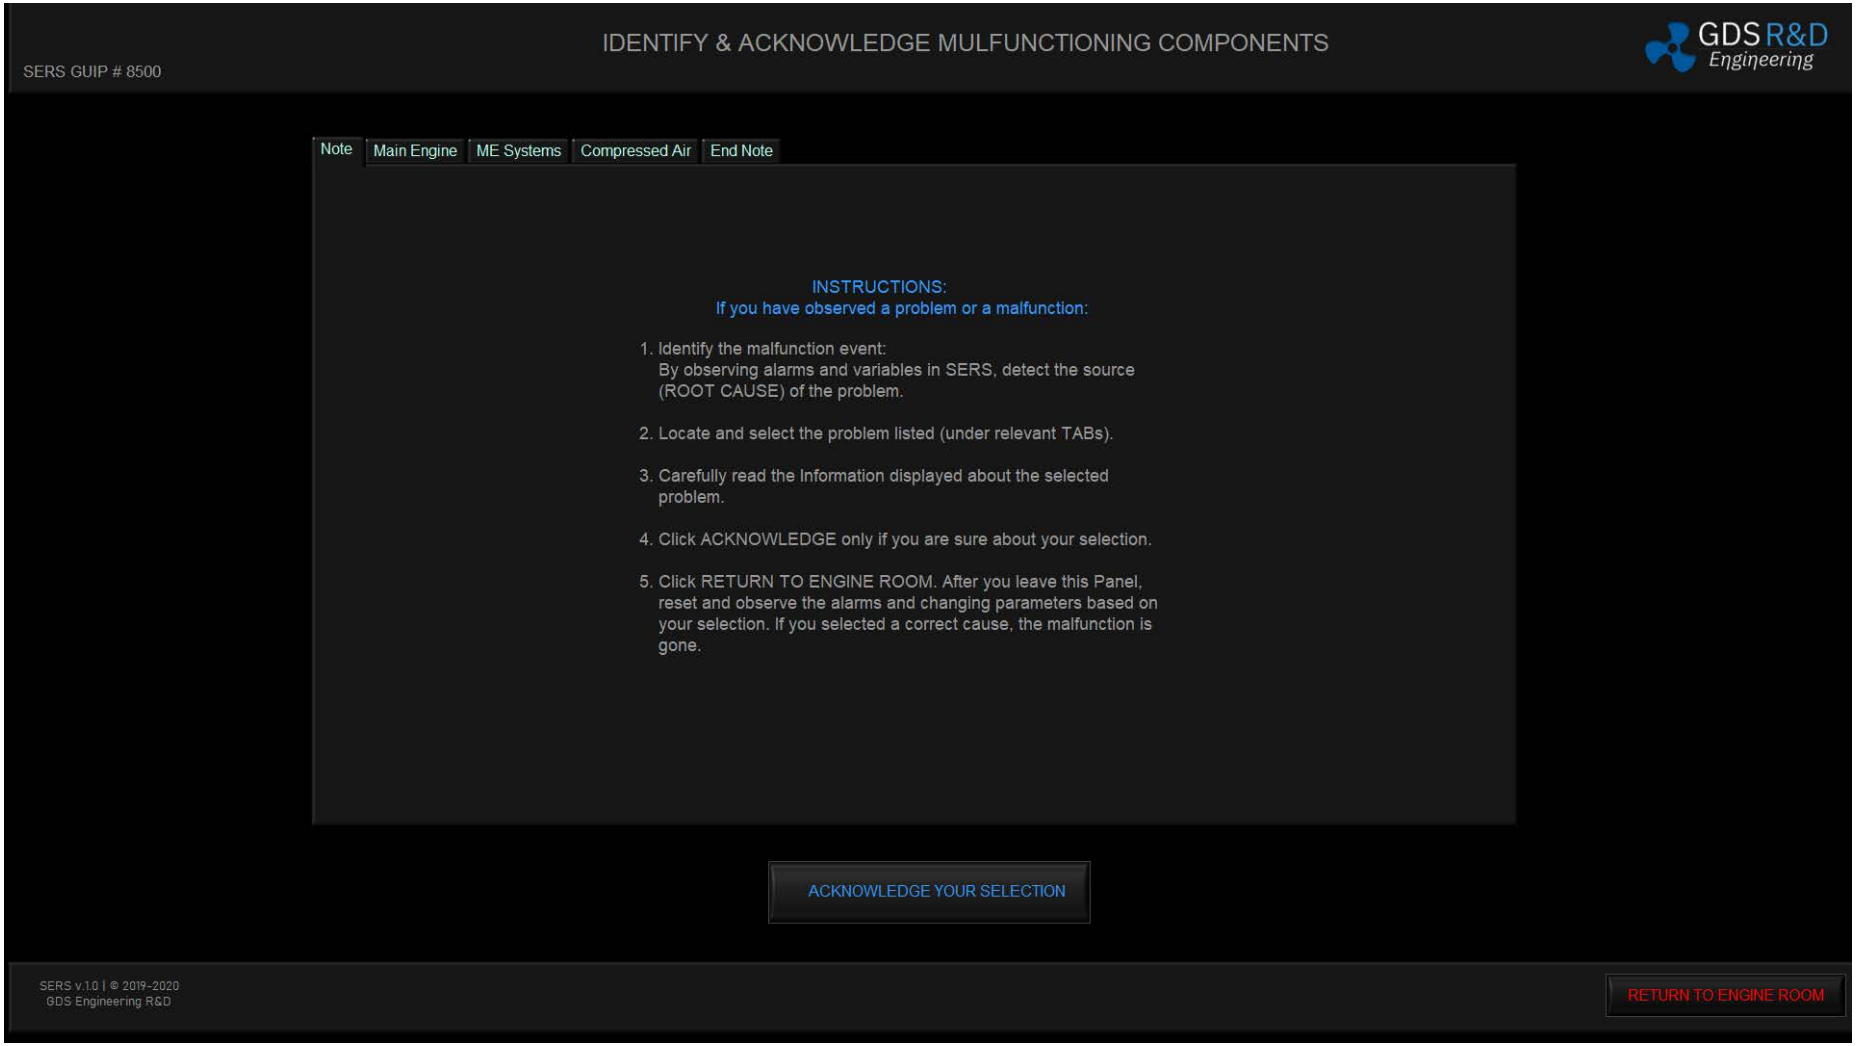

Figure 6.2 “IDENTIFY & ACKNOWLEDGE MAULFUNCTIONS” GUI Panel: Instructions Tab.
- “IDENTIFY MALFUNCTIONS” GUI window will be displayed (GUIP # 8500) with instructions (Figure 6.2).